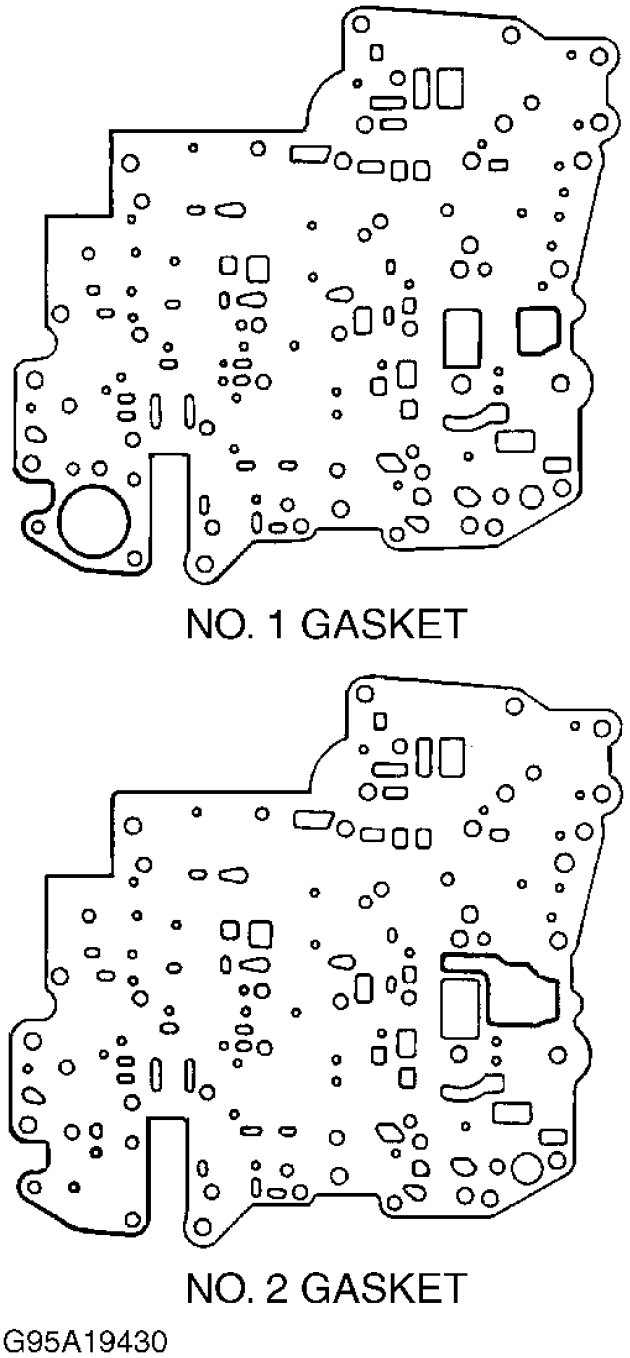
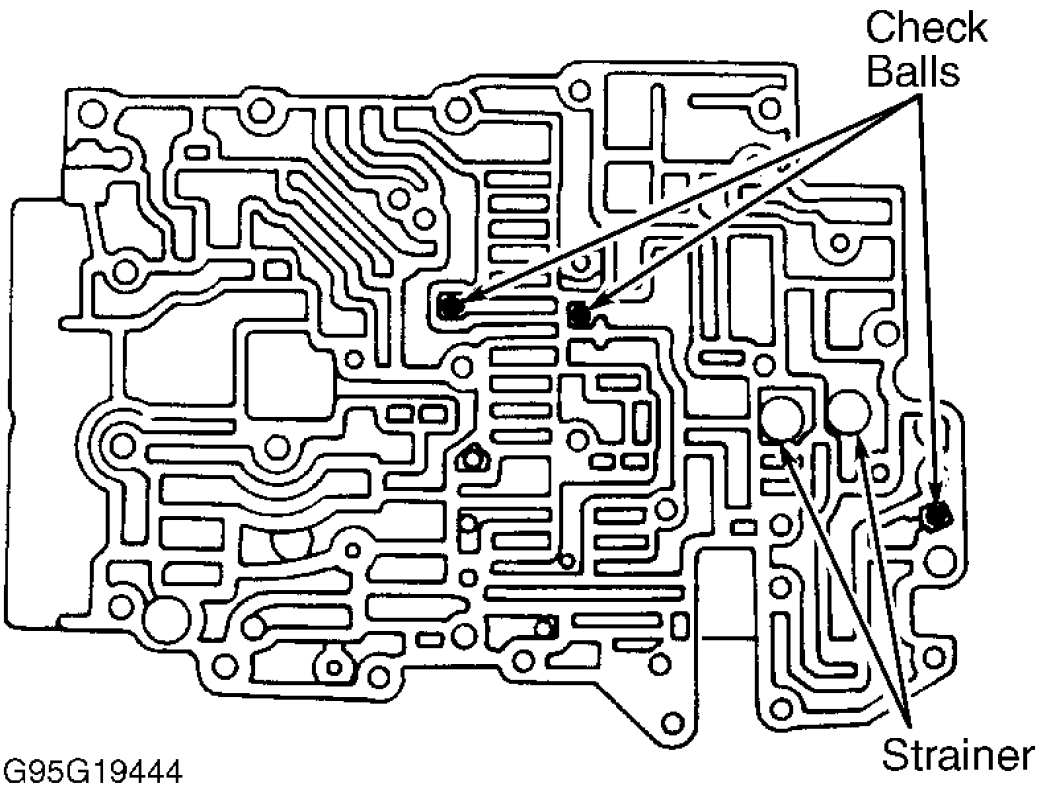

Fig. 39: Identifying A-540E Valve Body Gaskets
Fig. 41: Locating A-540E Lower Valve Body (Bottom) Check Balls
1. Position NEW No. 1 gasket, No. 1 separator plate and NEW No. 2 gasket on upper valve body. For gasket identification, see **Fig. 39** . Ensure check balls are correctly installed in lower valve body (bottom). See **Fig. 41** . Place upper valve body with No. 1 plate and gaskets on lower valve body.